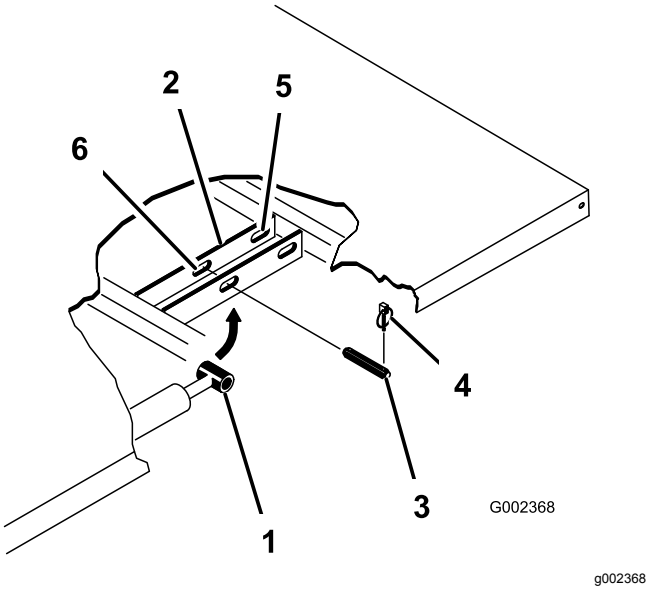

**Figur 3**
4. Fjern ringstiften fra den ytre enden av splittpinnene (Figur 3) på sylinderstaget.